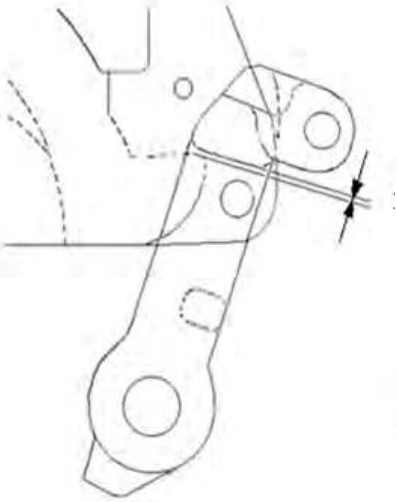

Fig 3
3.14 With elevator closed and latch at maximum open position measure the distance between the Latch and Lug surface. Gap must be max. 3/32" (see fig.3).